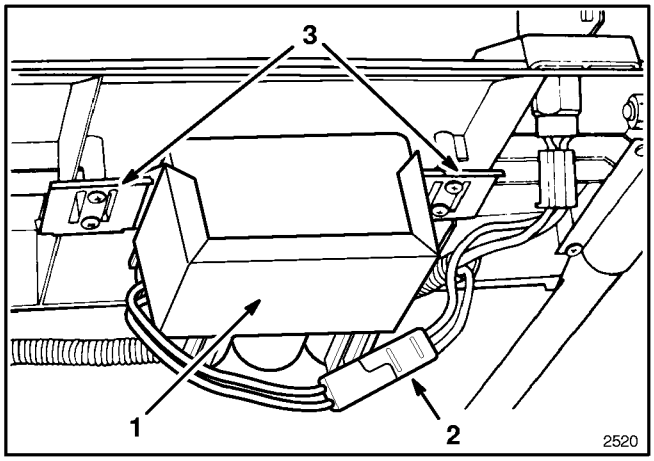

**Abbildung 27**
**1.** Motor abstellen und Kabelbaum von Batterieanschlußklemme trennen (Abb. 27).